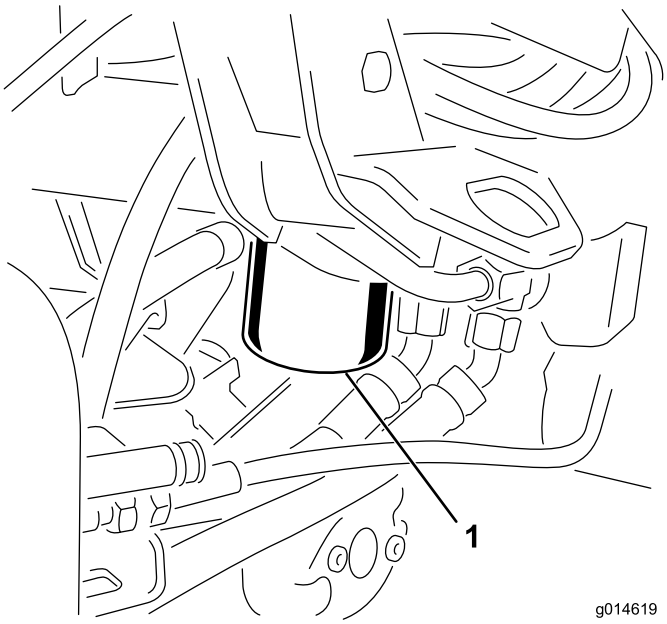

**Figur 52**
1. Rengør det område, hvor filteret monteres (Figur 52). Anbring en drænbakke under filteret, og afmonter filteret.